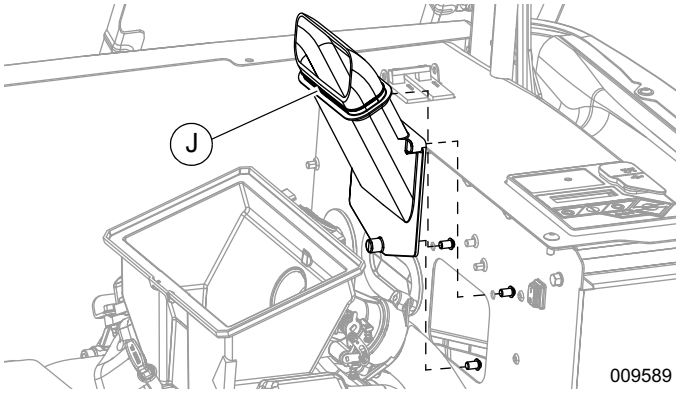

Figure 7. Retrait du col d'entrée d'air (série 500/1000)
2. Voir ***Figure 7***. Retirez les trois vis de montage situées derrière le panneau de séparation du moteur pour retirer le col d'entrée d'air (J).